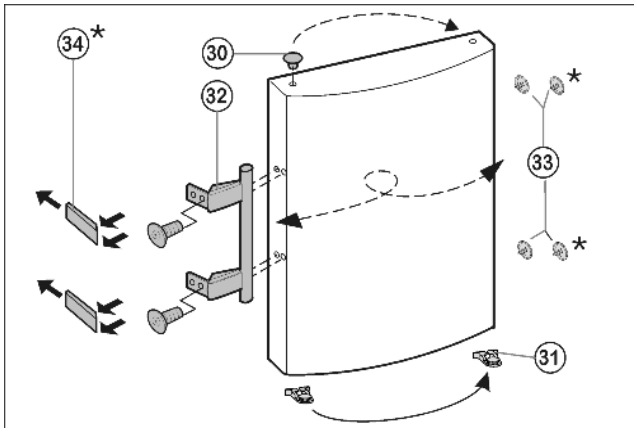

Fig. 8
- ▶ Извлеките пробку *Fig. 8 (33)* из опорной втулки дверцы и переставьте.
- ▶ Снимите и переставьте на противоположную сторону дверную ручку *Fig. 8 (32)*, пробку *Fig. 8 (33)* и прижимные пластины* *Fig. 8 (34)*.